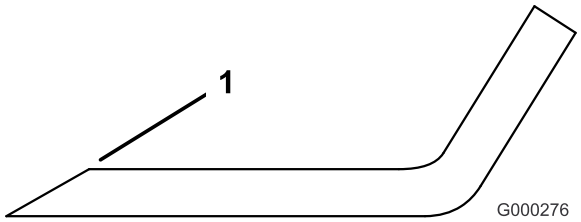

Figur 87
3. Kontrollera samtliga knivseggar. Slipa knivseggarna om de är slöa eller hackiga. Slipa endast skäreggens översta del och behåll den ursprungliga skärvinkeln för bästa skärpa (Figur 87). Kniven förblir balanserad om lika mycket metall avlägsnas från båda eggarna.